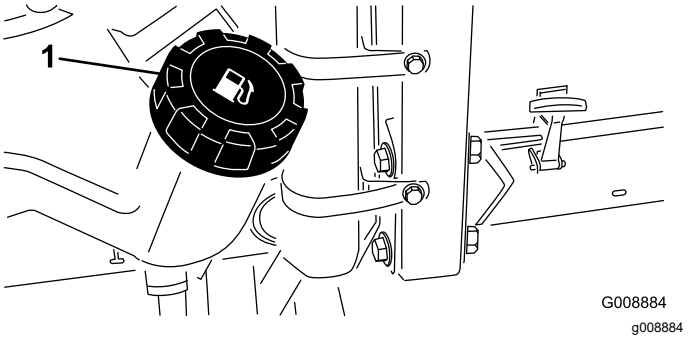

Figur 28
2. Rengjør området rundt drivstofftanklokket (Figur 28).